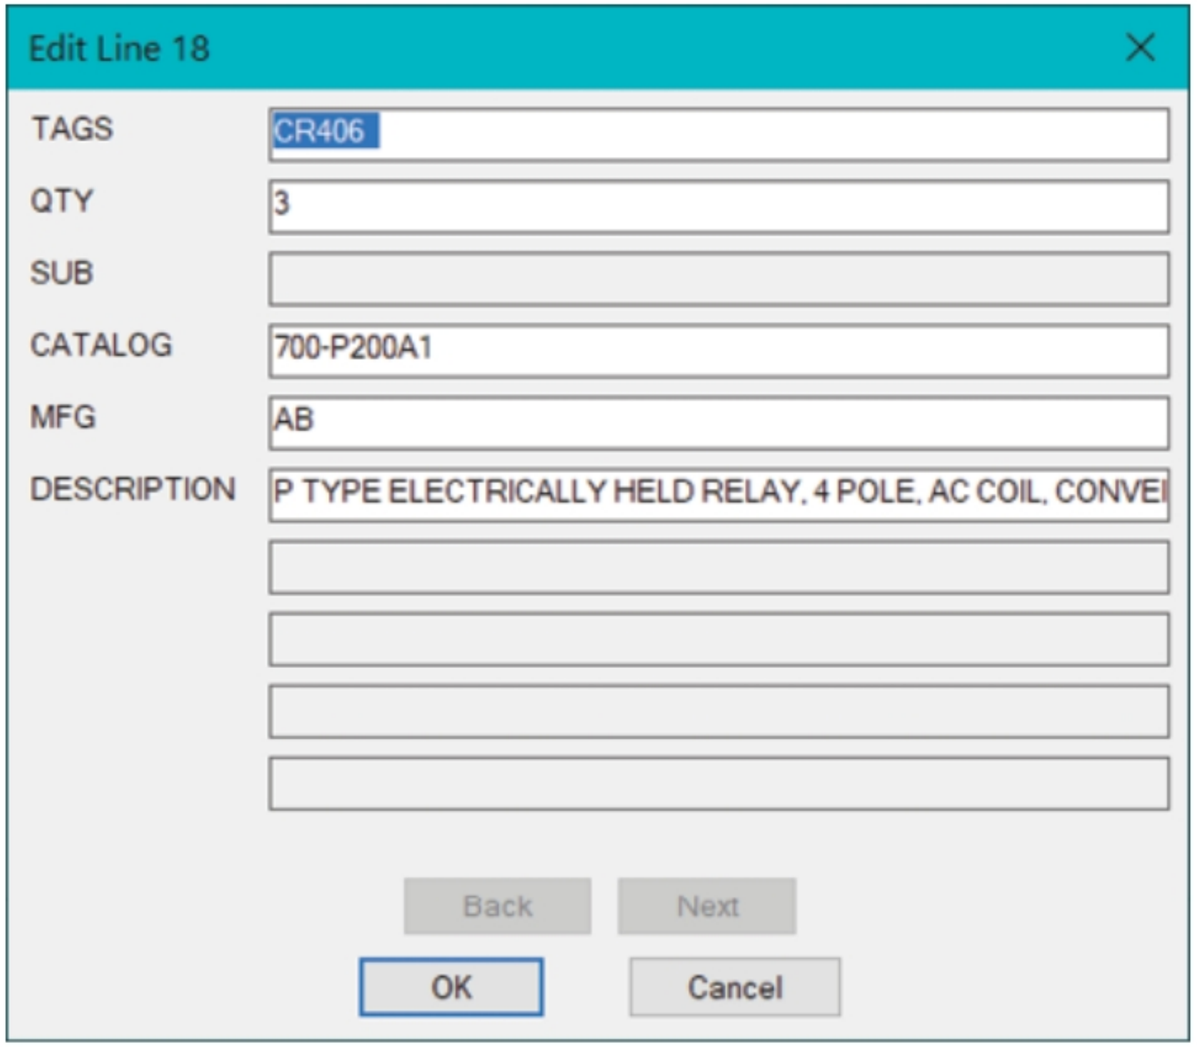

Figure-7. Edit Line dialog box
- Double-click on desired row, the **Edit Line** dialog box will be displayed; refer to Figure-7.